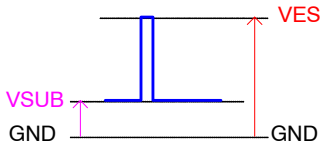
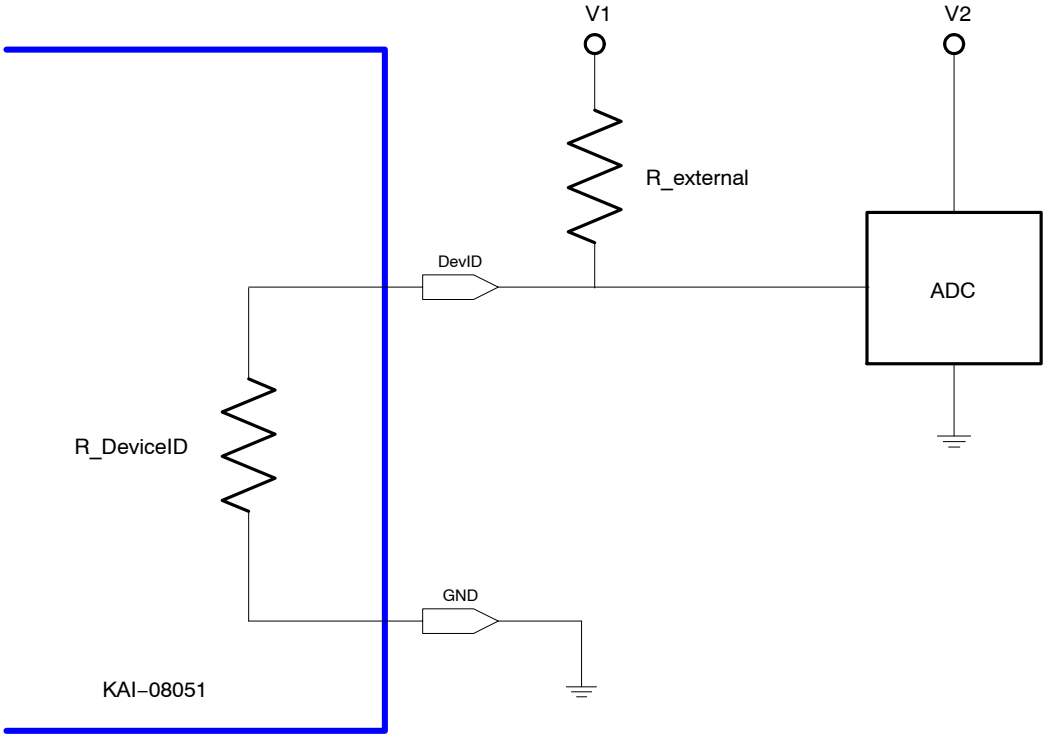

Figure 21.
Figure 22. Device Identification Recommended Circuit
1. Refer to timing diagrams as shown in Figures 21, 22, 23, 24 and 25.
The timing sequence for the clocked device pins may be represented as one of seven patterns (P1−P7) as shown in the table below. The patterns are defined in Figure 21 and Figure 22. Contact ON Semiconductor Application Engineering for other readout modes.